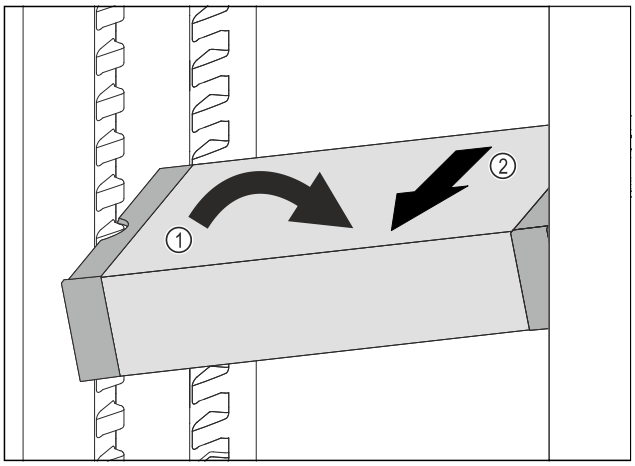

Fig. 131
▶ Set VarioSafe in refrigerator compartment at an angle. *Fig. 131 (1)*
▶ Take VarioSafe out to the front. *Fig. 131 (2)*